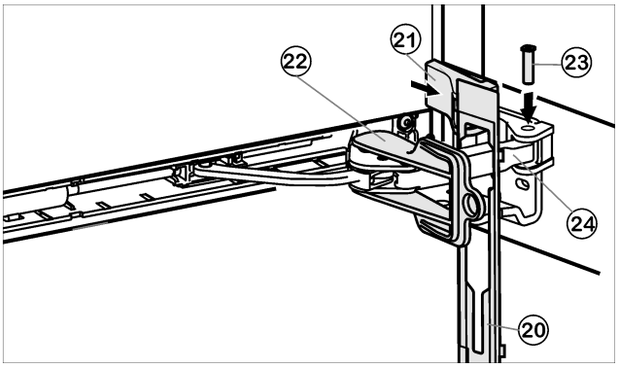

*Fig. 16*
▶ Accrocher le panneau *Fig. 16 (20)* sur l'étrier de l'amortisseur de telle sorte à ce que l'ergot d'encliquetage pointe vers l'avant et la face avant de l'appareil.
▶ Tirer l'étrier de l'amortisseur *Fig. 16 (24)* vers l'élément pivotant et enfoncer à nouveau le pivot *Fig. 16 (23)* à partir du haut, de telle sorte à ce que le carré repose dans l'évidement.
▶ Placer le cache *Fig. 16 (21)* et le bloquer.
▶ Retirer le dispositif d'arrêt *Fig. 16 (22)* en le tournant.
▶ Faire encliqueter le panneau *Fig. 16 (20)* à la porte.